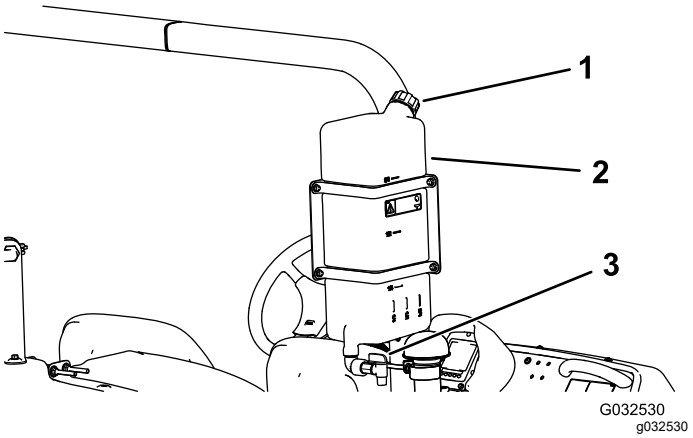

Figur 24
- Fyll tanken genom att skruva av locket ovanpå tanken, fyll på med färskvatten och sätt tillbaka locket (Figur 24).
- Vrid reglaget på pluggen för att öppna pluggen till färskvattentanken (Figur 24).